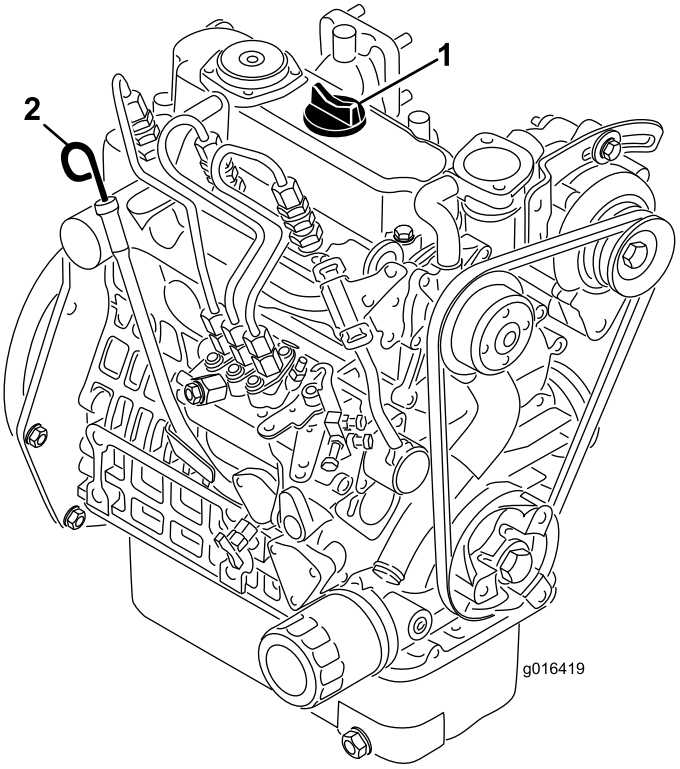

Figur 23
2. Ta ut peilestaven og tørk den med en ren fille (Figur 23). Sett peilestaven inn i røret, og pass på at den når helt ned. Fjern peilestaven fra røret, og sjekk oljenivået. Hvis oljenivået er lavt, fjern oljelokket fra ventildekslet og fyll **sakte** på nok til å heve nivået til merket "full" på peilestaven. Hell i olje sakte, og kontroller nivået ofte underveis. **Ikke fyll på for mye.**